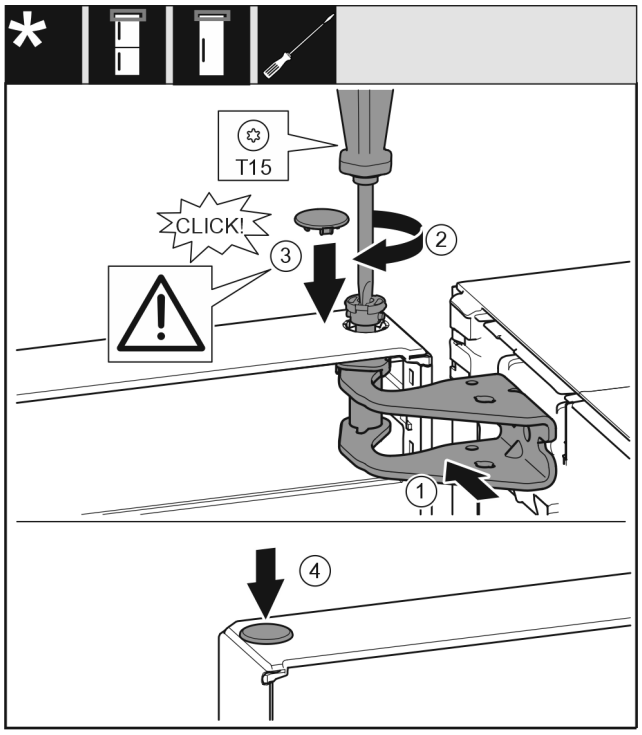

Fig. 19
- ▶ Tür oben zur Öffnung im Lagerbock ausrichten. *Fig. 19 (1)*
- ▶ Bolzen einsetzen und mit Schraubendreher T15 festschrauben. *Fig. 19 (2)*
- ▶ Sicherungsabdeckung zur Sicherung der Tür montieren: Sicherungsabdeckung einsetzen und Kontrollieren ob sie auf der Tür aufliegt. Ansonsten Bolzen vollständig einsetzen. *Fig. 19 (3)*
- ▶ Stopfen einsetzen. *Fig. 19 (4)*